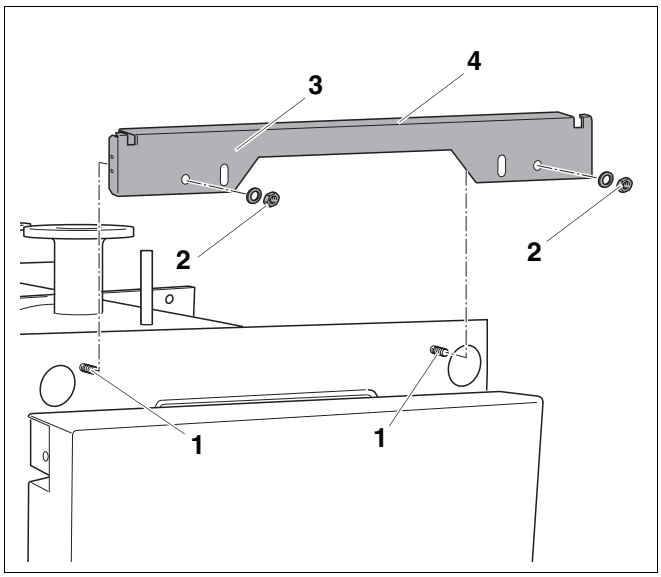
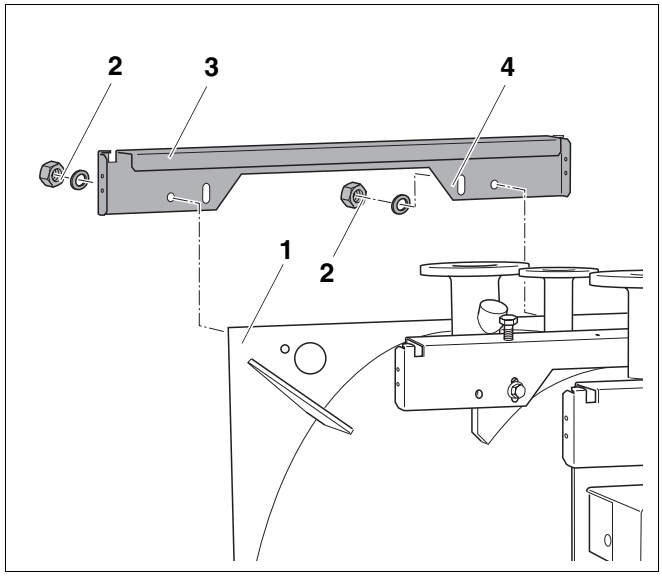

Rys. 13 Montaż przedniego profilu poprzecznego
Rys. 15 Montaż tylnego profilu poprzecznego
Zagięcia tylnego (rys. 15, **poz. 3**) i przedniego profilu poprzecznego (rys. 13, **poz. 4**) powinny być zwrócone w kierunku korpusu kotła.
- Poluzować zmontowane wstępnie nakrętki (rys. 13, **poz. 2**).
- Przedni profil poprzeczny (rys. 13, **poz. 3**) nałożyć na wkręty bez łba (rys. 13, **poz. 1**) i przymocować przy pomocy 2 nakrętek i 2 podkładek (rys. 13, **poz. 2**).
- Poluzować zmontowane wstępnie nakrętki (rys. 15, **poz. 2**).
- Tylny profil poprzeczny (rys. 15, **poz. 4**) nałożyć na wkręty bez łba (rys. 15, **poz. 1**) i przymocować przy pomocy 2 nakrętek i 2 podkładek (rys. 15, **poz. 2**).